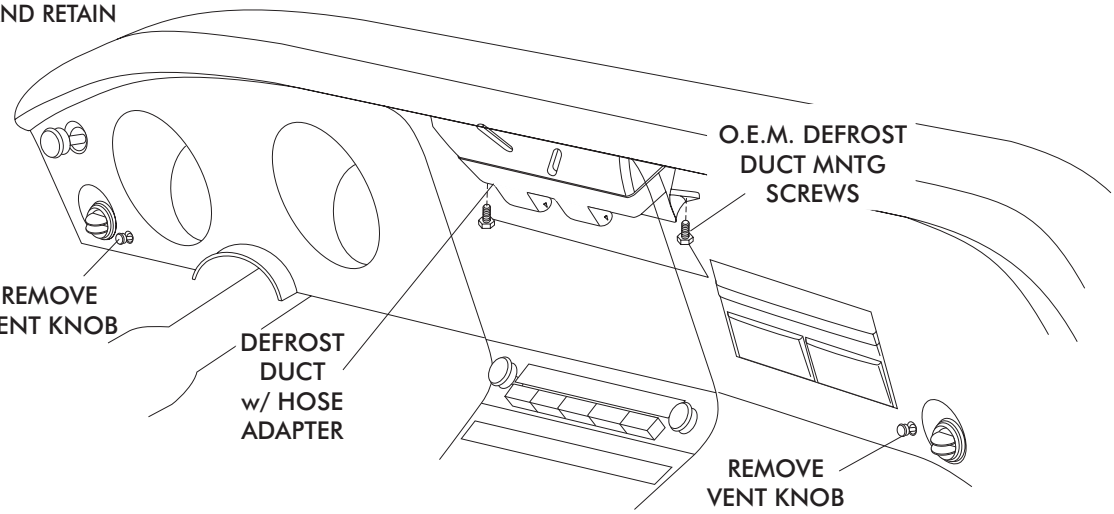

FIGURE 9
- ☐ USING THE O.E.M. DEFROST DUCT MOUNTING SCREWS INSTALL THE DEFROST DUCT WITH HOSE ADAPTER AS SHOWN IN FIGURE 9 BELOW.